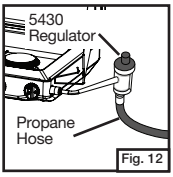

Fig. 12
- Attach hose to 5430 regulator and thread onto stove as shown in Fig. 12.